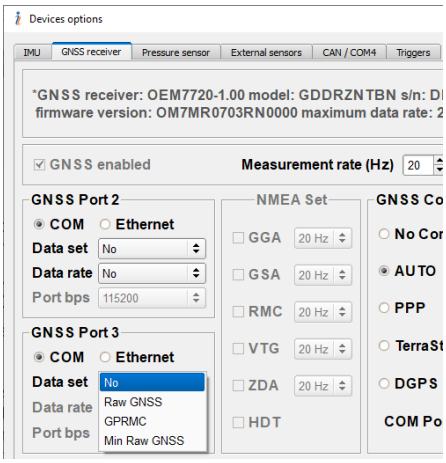

**Fig. 4.9.**
- **Data set** – allows choice of the desirable set of GNSS receiver data for output through port 3. in the drop-down list, the user can choose GNSS raw data (full or minimal set) or GPRMC message (see Fig. 4.9). When “No” is chosen, no GNSS data are output. Default setting is “No”.